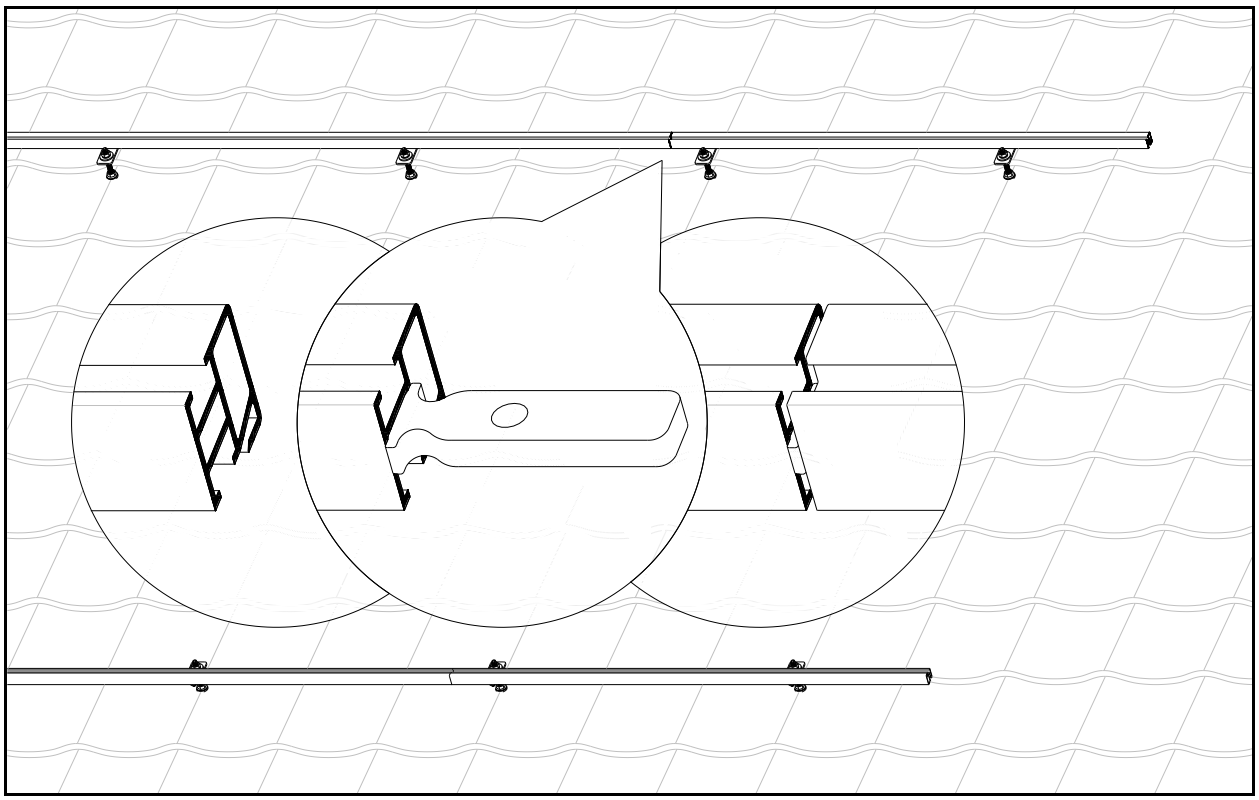

Рис. 15 Установка переходников
2) установить переходник в рейку до упора, после чего соединить рейки через переходник (см. рис. 15). Операцию проделать для верхней и нижней реек;